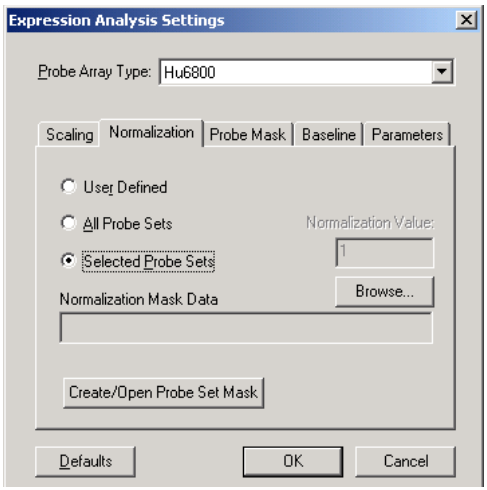

Figure E.21
1. In the Normalization tab, choose the **Selected Probe Sets** option **(Figure E.21)**.